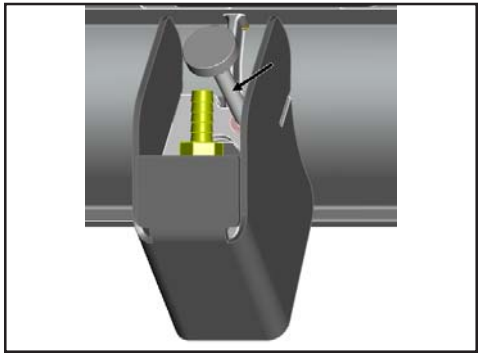
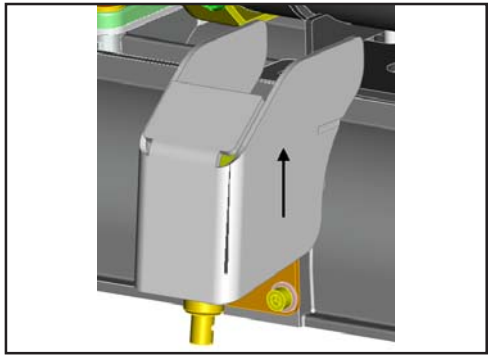

Figure 1
Figure 2
2. Loosen the lower wing nut **(B)** on the adjusting screw **(A)** and adjust the squeegee using the adjusting screw so that the ends of the squeegee blades still have contact with the floor. By turning the adjusting screw **(A)** counterclockwise, the clearance between squeegee blade and floor is **increased** in the center (Fig. 1). When turning the adjusting screw **(A)** clockwise, the clearance between squeegee blade and floor is **reduced** in the center (Fig. 2).
1. Remove knob located above sprayjet (Figure 1).
2. Pull sprayjet cover up and hold for easy access to spray tip (Figure 2).